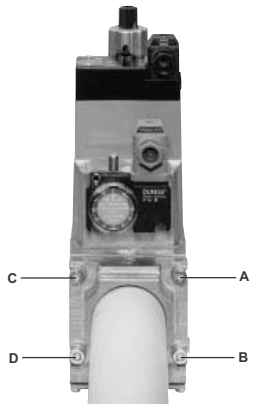
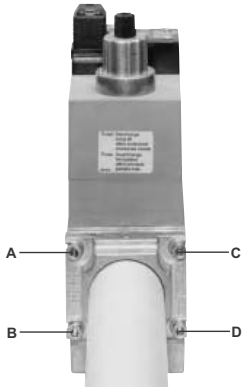

Fig. 5
Fig. 6
1. Allentare le viti A e B **non** svitare (Fig. 5 e Fig. 6).
2. Svitare le viti C e D (Fig. 5 e Fig. 6).